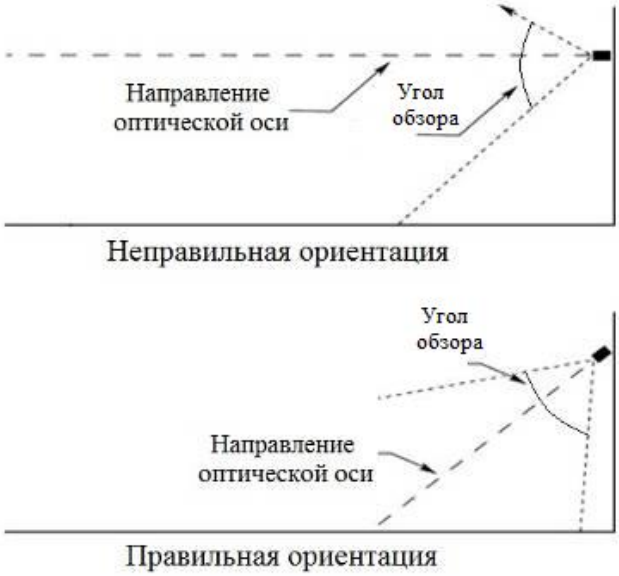

Рисунок 3 – Установка извещателя по отношению к горизонту
- Извещатель должен быть нацелен на объект по нисходящей под углом к горизонту (рис. 3).